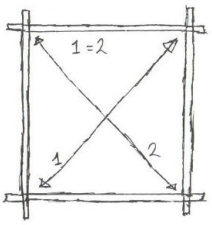

*Abb. 2. Diagonalmaß 1 und 2 müssen gleich sein.*
**Prüfen Sie die Diagonalen**, bevor Sie weitermachen. Die beiden Diagonalmaße müssen gleich sein (Abb. 2). Richten Sie den Rahmen aus, bis sie es sind.